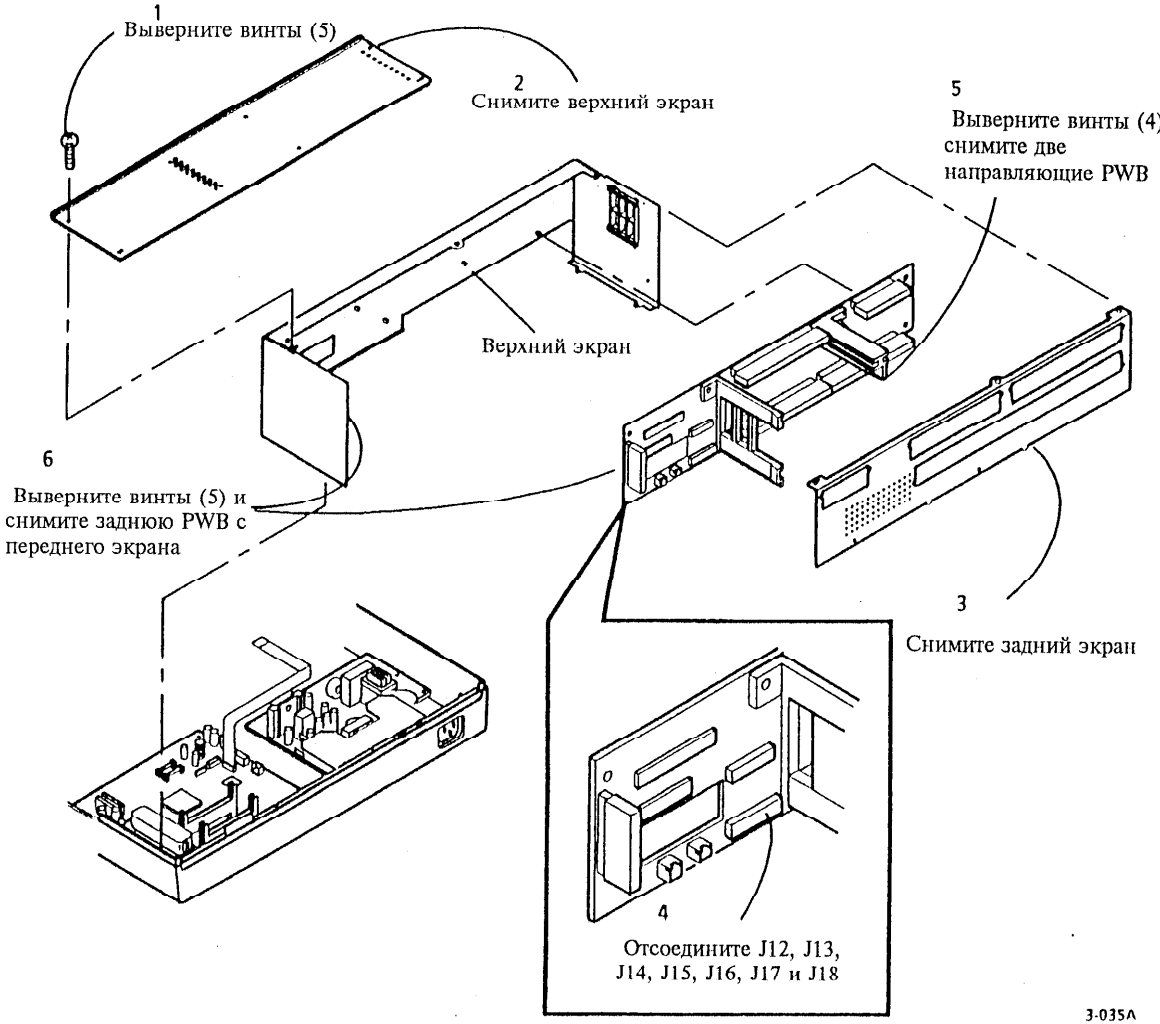

Рис. 1 Снятие задней PWB
3. (Рис. 1): Снимите заднюю PWB.